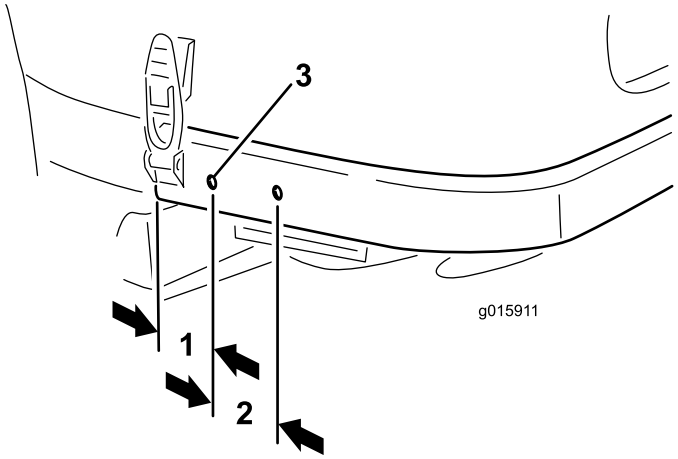

Figur 10
2. Använd måtten som visas i Figur 10 och lokalisera, markera och borra två hål med en diameter på 9 mm på var sida om den bakre ramen. Centrera hålen uppe och nere på ramen.